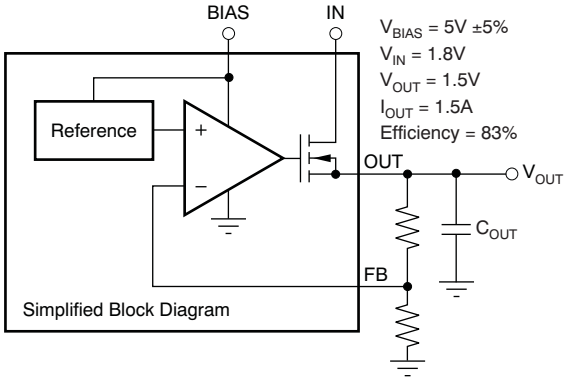

Figure 25. Typical Application of the TPS748 Using an Auxiliary Bias Rail
There are two different specifications for dropout voltage with the TPS748. The first specification (see Figure 25) is referred to as *V_{IN} Dropout* and is used when an external bias voltage is applied to achieve low dropout. This specification assumes that V_{BIAS} is at least 3.25 V(1) above V_{OUT}, which is the case for V_{BIAS} when powered by a 5.0-V rail with 5% tolerance and with V_{OUT} = 1.5 V. If V_{BIAS} is higher than V_{OUT} +3.25 V(1), V_{IN} dropout is less than specified.
Figure 25 shows a simplified version of the final circuit.